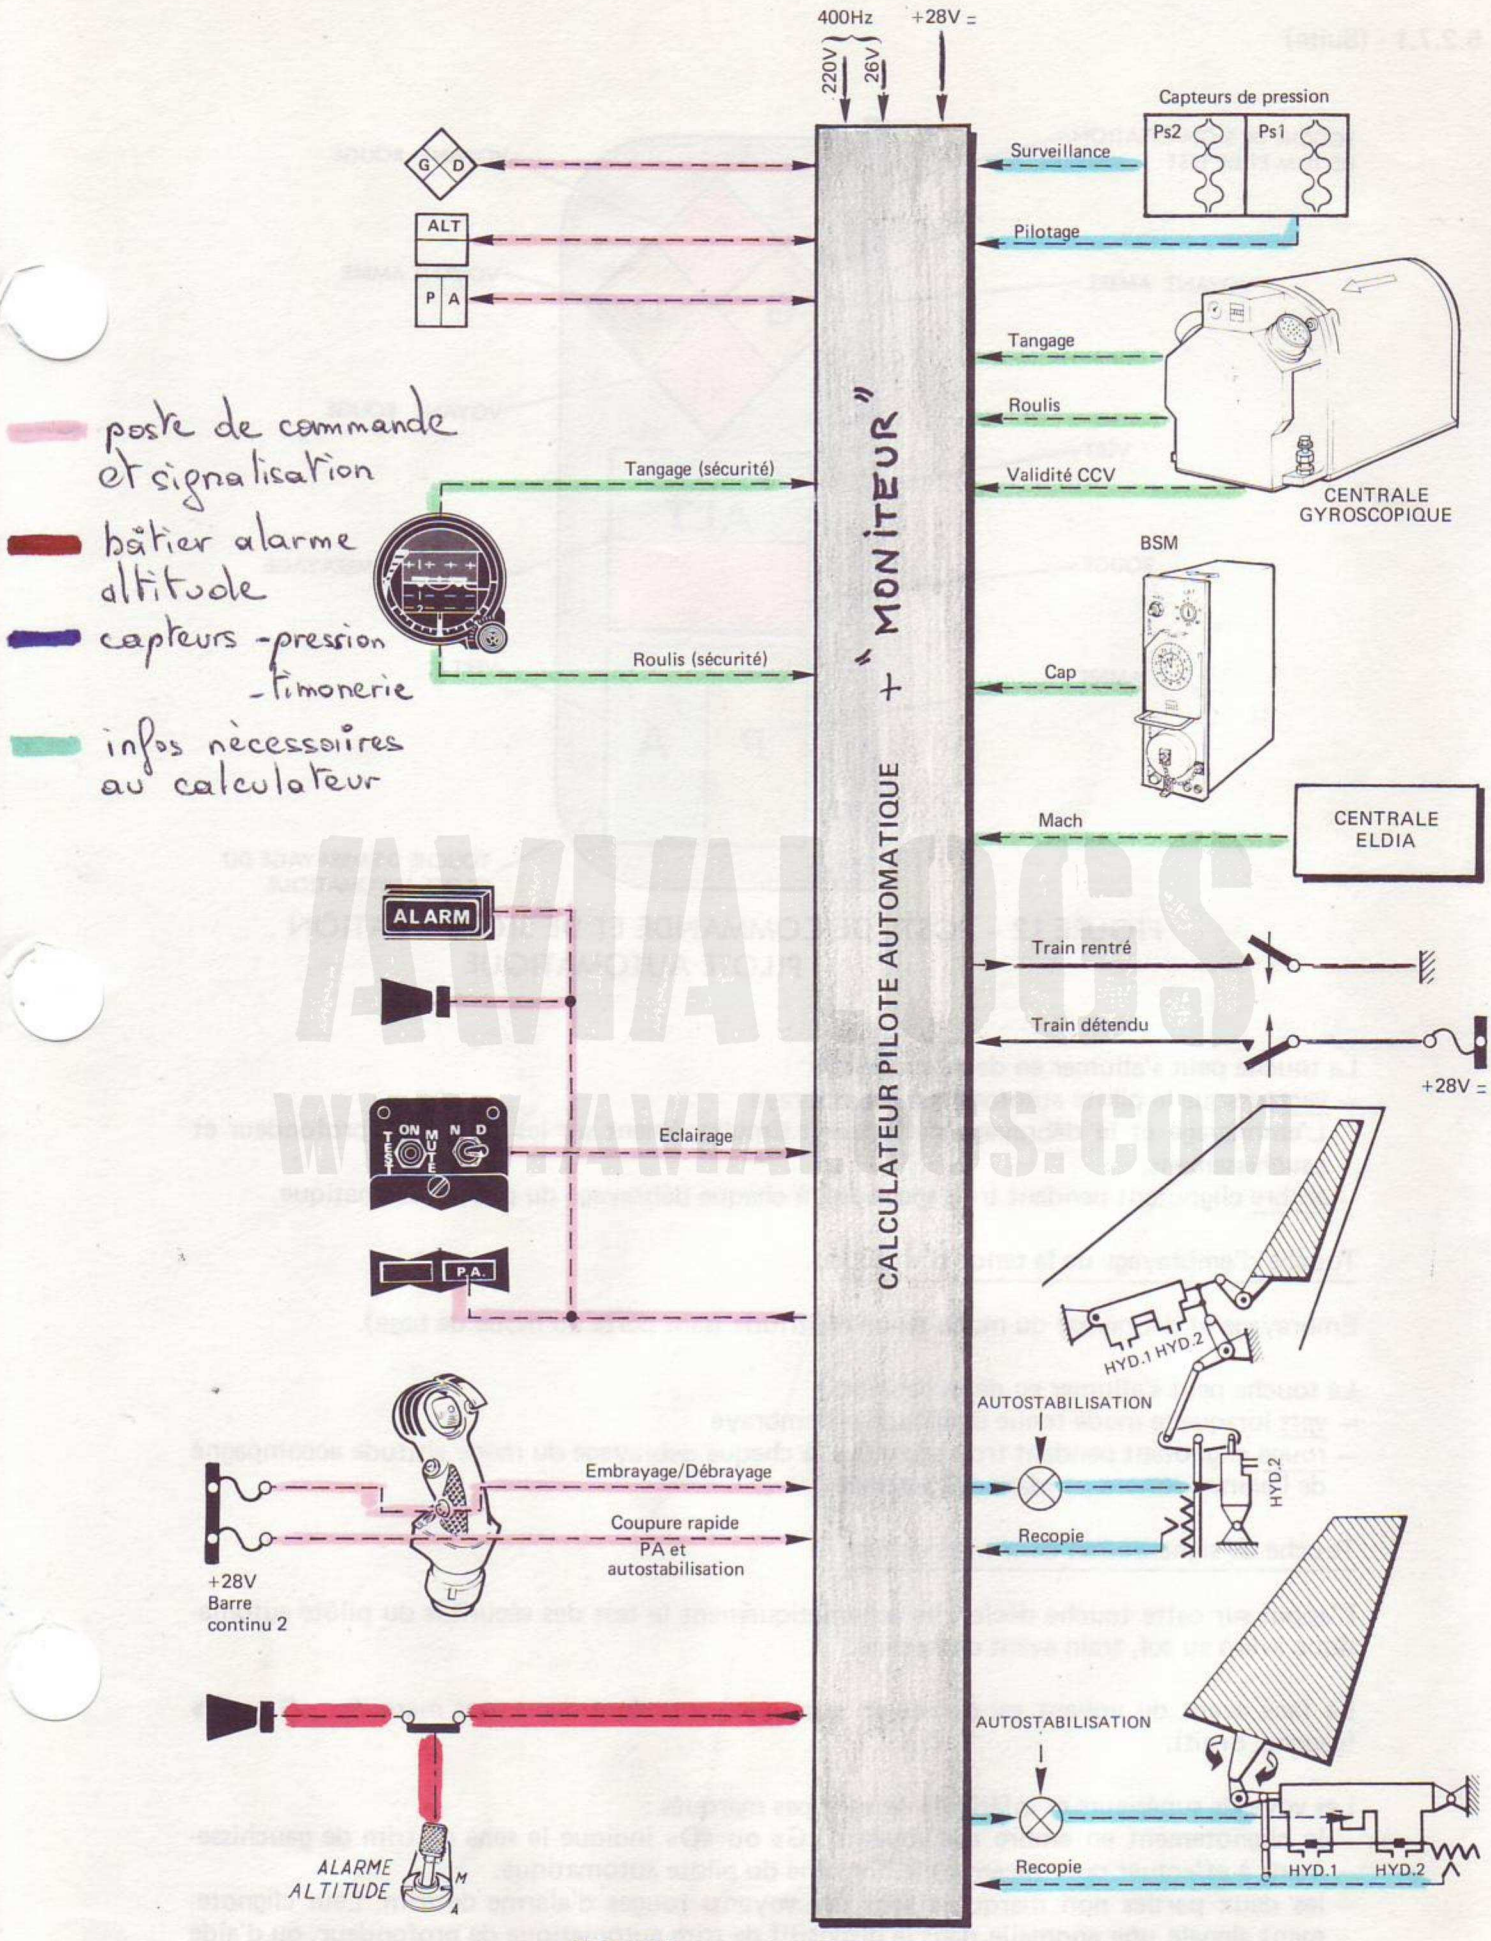

FIGURE 11 - PILOTE AUTOMATIQUE
6.2.7.1 - Description (Fig. 11)